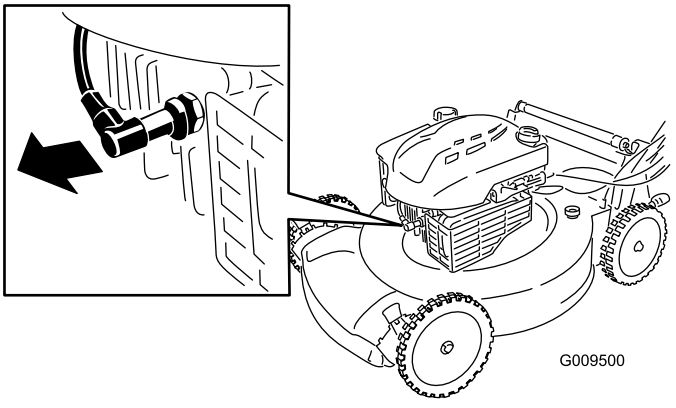

Figur 16
2. Lossa tändkabeln från tändstiftet (Figur 16) innan du utför underhåll.